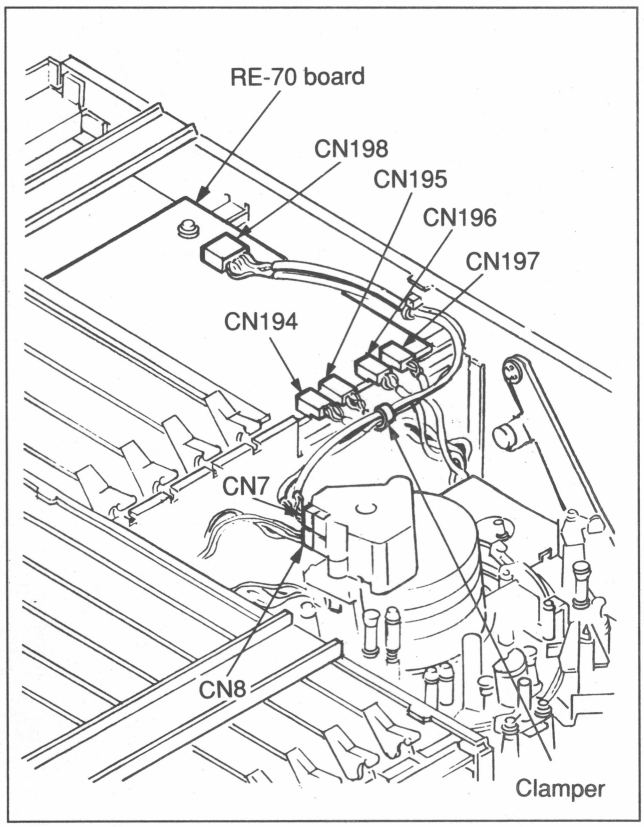

Fig. 7-3-2 Disconnect of REC Head Connectors
(3) Disconnect connectors CN194, CN195, CN196, CN197 and CN198 from RE-70 board. (Refer to Fig. 7-3-2)
(4) Disconnect connectors CN7 (6 pin) and CN8 (4 pin) from DR-126 board of a brush ass'y. (Refer to Fig. 7-3-2.) Remove the drum harness from the harness clamper shown in Fig. 7-3-2.